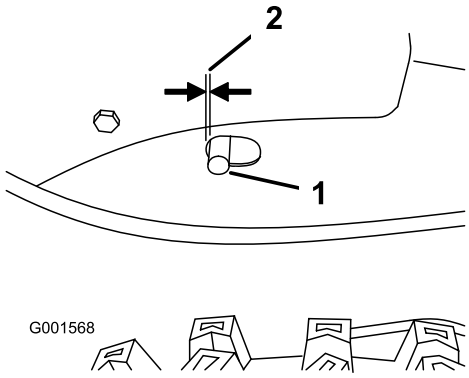

Figur 30
2. Når trekkspaken er frakoblet, kontroller bolten i slissen på maskinens venstre side over dekket (Figur 30).
Merk: Det skal det være et mellomrom på 6 mm fra begynnelsen på slissen til den fremste enden på bolten (Figur 30).